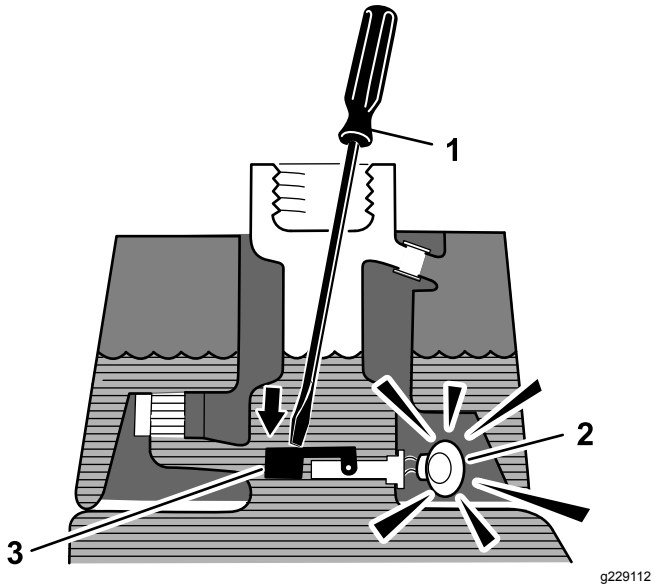

**Figur 49**
3. För in en ren pinne eller skruvmejsel i tankröret och tryck försiktigt nedåt på flottörbrytaren (Figur 49). Larmet ska ljuda efter tidsfördröjningen på en sekund.